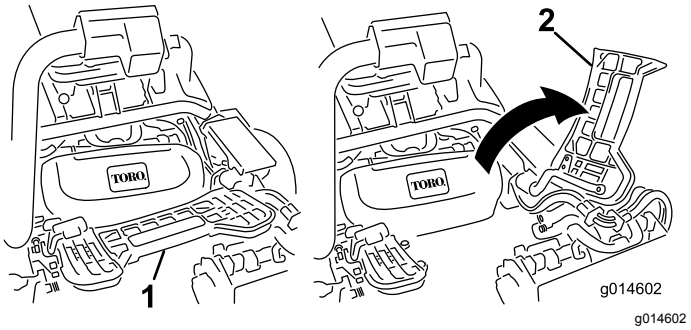

Rysunek 48
2. Unieś podnóżek i odchyl go do pozycji otwartej w celu uzyskania dostępu do centralnego zespołu tnącego (Rysunek 48).